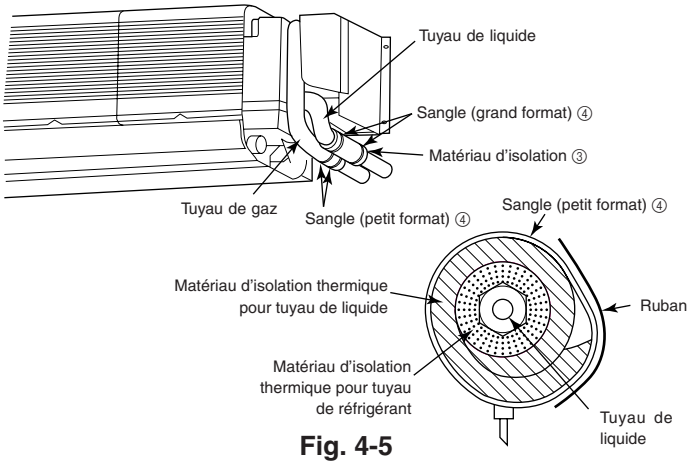

Fig. 4-5
4.3. Travaux pour l'installation des tuyaux de réfrigérant (Fig. 4-5)